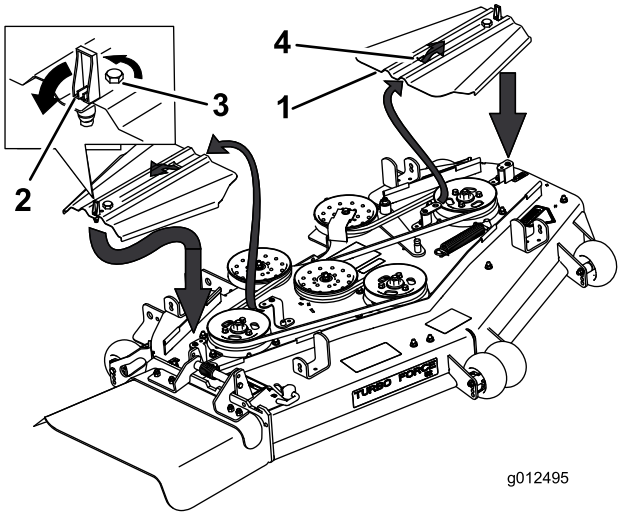

Figur 70
5. Ta bort remkåporna och tillhörande skruvar (Figur 70).
11. Montera remkåporna genom att föra in kåpan i tappen, dra åt bultarna och låsa spärrhakarna (Figur 70).